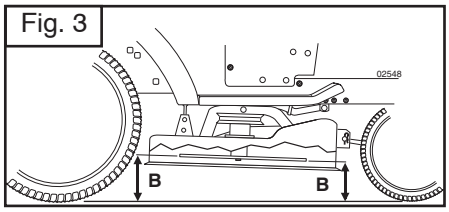
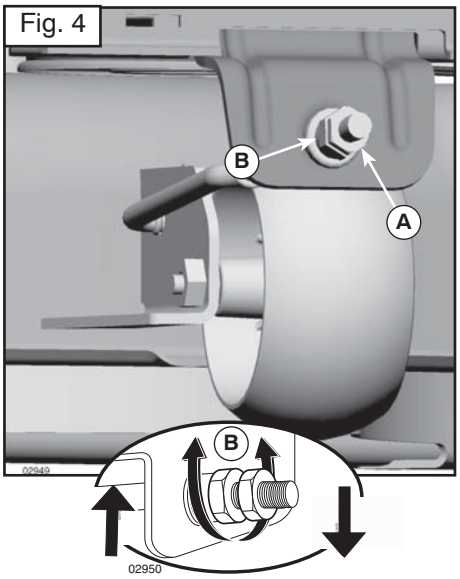

Fig. 3
Fig. 4
- Placez les lames de façon à ce que la pointe soit orientée vers l'avant. Mesurez la distance (B) entre le sol et les pointes avant et arrière de la lame (Fig. 3).
- Avec une clé réglable ou de 11/16 pouce, desserrez le contre-écrou (A) de plusieurs tours pour libérer le contre-écrou B.
- Avec une clé de 3/4 de pouce ou une clé réglable, faites tourner l'écrou de réglage (B) de la connexion avant en sens horaire (serrage) pour faire monter l'avant de la tondeuse ou en sens antihoraire (desserrage) pour l'abaisser (Fig. 4).